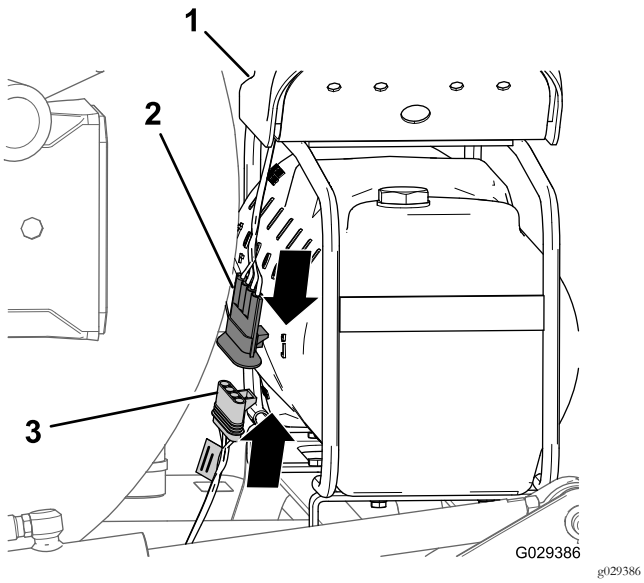

Figura 120
1. Al final de la rama de 236 cm del arnés de cables, alinee el conector hembra de 4 vías del arnés de cables del kit de acabado con el conector de 4 pines del arnés de cables del compresor (Figura 120).
2. Inserte el conector de 4 clavijas en el conector de 4 tomas (Figura 120).